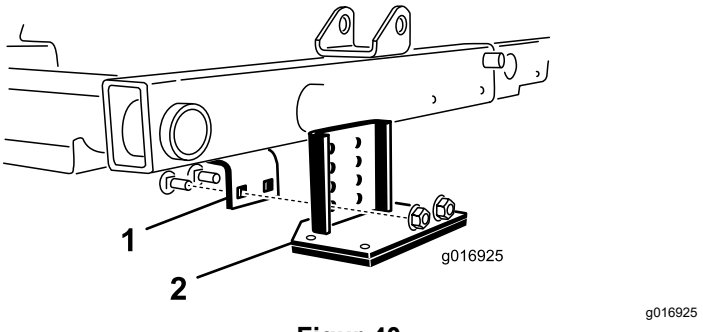

**Figur 40**
2. Lokalisera ramfästet ovanför mittklippenheten (Figur 40).
3. Medan den främre rullen på mittklippenheten trycks ner, fastställ vilka hål på tippfästet som är i linje med hålen på ramfästet för att uppnå samma kontakt med rullen när tippfästet har monterats (Figur 40).
4. Sänk ner klippenheterna och montera tippfästet på ramen med de två vagnskruvar och muttrar som medföljer satsen (Figur 40).